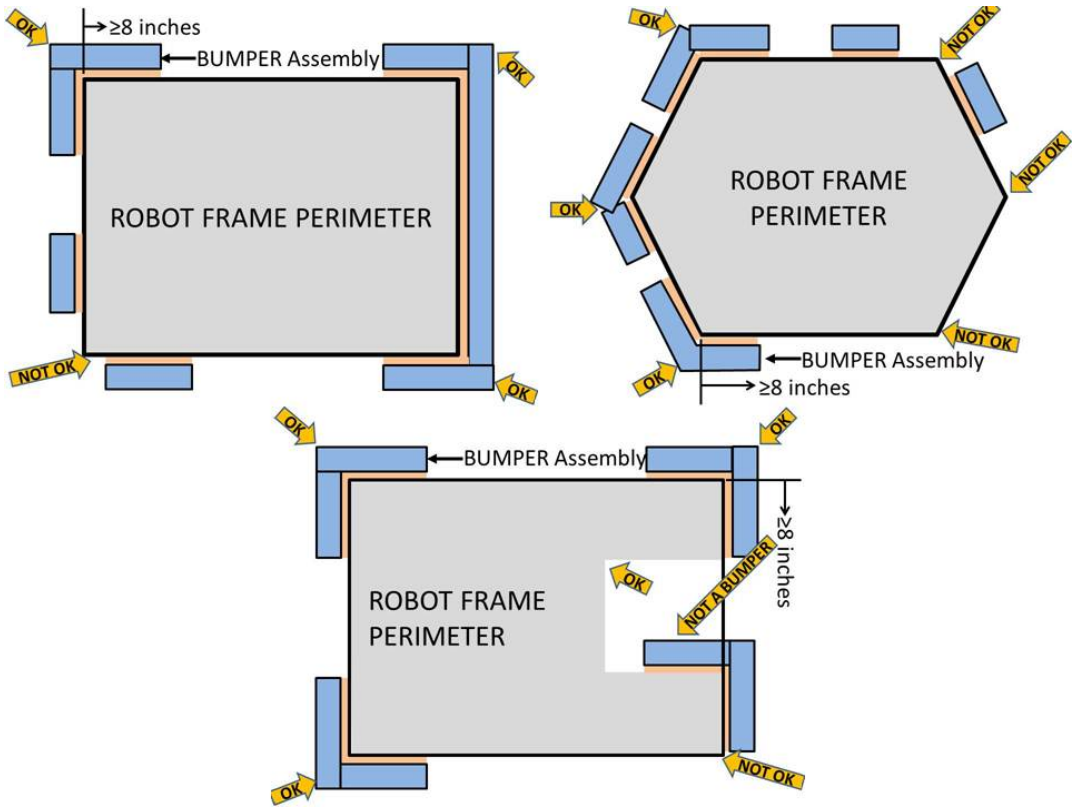
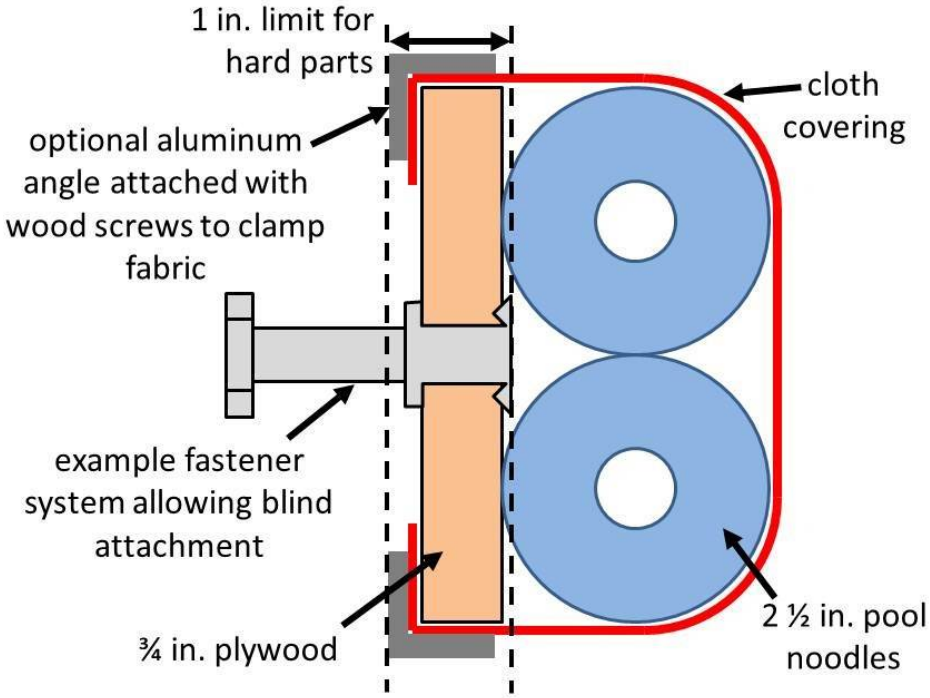

Figure 4-2: BUMPER Corner Examples
Figure 4-4: BUMPER Cross Section
ROBOTS are required to use BUMPERS to protect all outside corners of the FRAME PERIMETER. For adequate protection, at least 8 in. of BUMPER must be placed on each side of each outside corner (see Figure 4-2).
BUMPERS must be constructed as follows (see Figure 4-4):
C. use a stacked pair of approximately 2 ½ in. round, petal, or hex “pool noodles” (solid or hollow) as the BUMPER cushion material (see Figure 4-4). Cushion material may extend up to 2 ½ in. beyond the end of the plywood (see Figure 4-2).